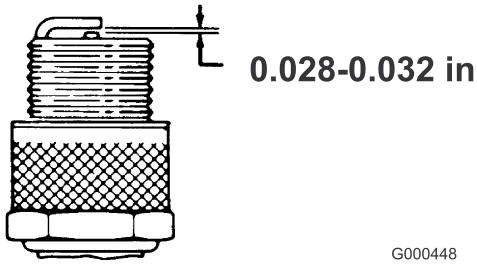

Bild 24
3. Der korrekte Abstand beträgt 0,07 bis 0,08 cm (Bild 24).